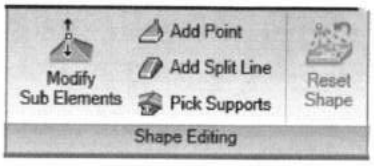

Рис. 17.40. *Раздел ленты для создания рельефа на крыше/перекрытии*
1. Выделить крышу/перекрытие. Произойдет переключение на ленту **Modify Roofs/Floors**, с разделом **Shape Editing** (Редактирование формы) (рис. 17.40).
2. На ленте **Modify Roofs/Floors** в разделе **Shape Editing** (см. рис. 17.40) выбрать команду **Pick Supports** (Указать опоры) и щелкнуть на балке, которая будет использоваться в качестве опоры. На крыше сформируется ребро, проекция которого будет в концевой точке одного из ребер и или на самом ребре либо на вершине. Если операция выполняется в 3М-виде, в точке щелчка появится маркер с двумя стрелками, направленными вверх и вниз. Перетащить их в новое положение по вертикали либо, щелкнув в числовом поле, ввести значение новой высоты для вершины или ребра. На виде плана изменить высоту также можно в числовом поле.